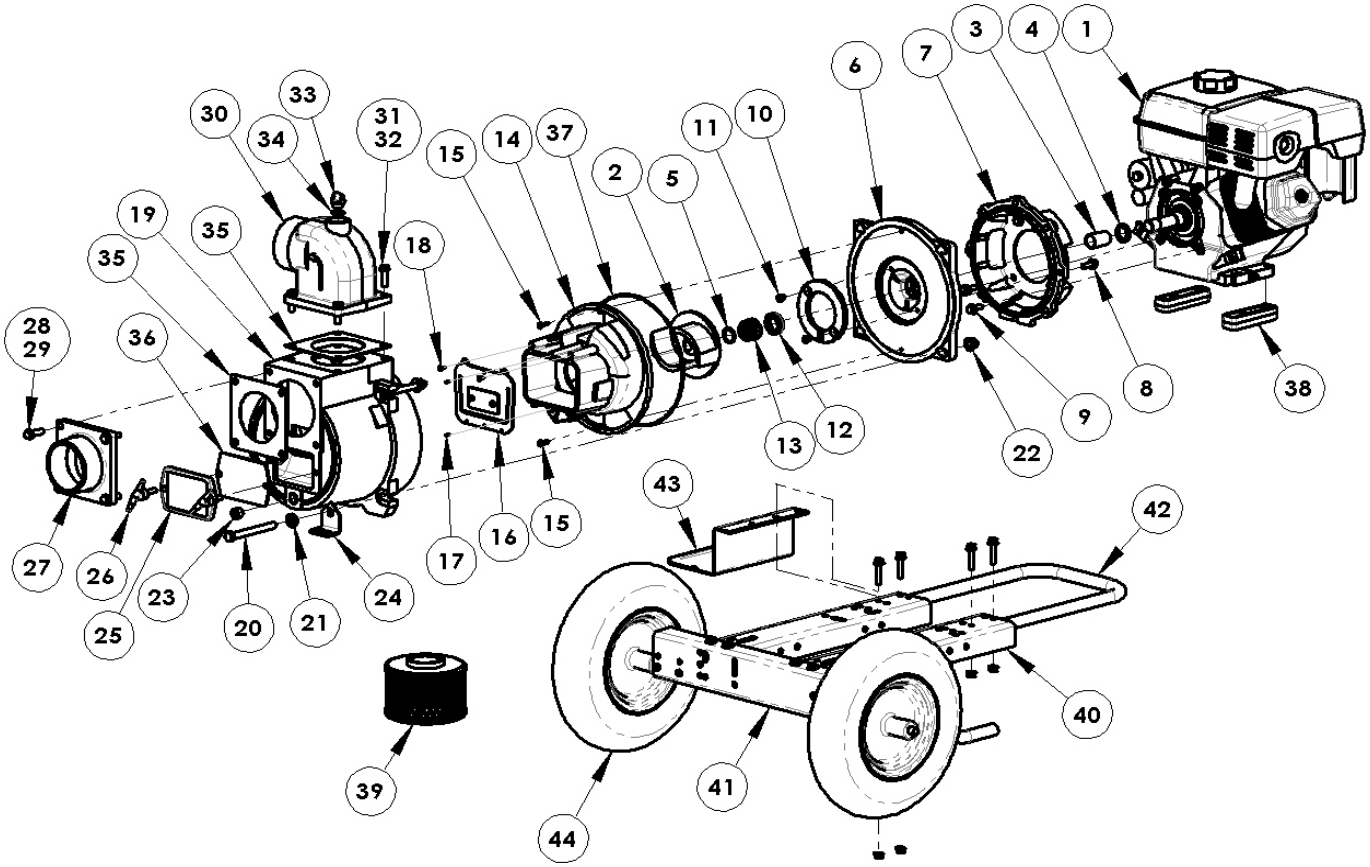

Figure 2 - Repair Parts Illustrations
(Refer to Figure 2)
2. Stand pump carefully on pump end. Reposition handle (Ref. No. 42) (as shown in Figure 2) facing outwards by removing and replacing existing handle fasteners.
NOTE: When the clearance between the impeller and the volute exceeds 1/16” at the face of the impeller or 1/8” on the outside diameter of the impeller, it may be necessary to take corrective action. The increased clearance can cause lengthened priming times and reduced pumping capacity. If both the priming and capacity of your unit are satisfactory for your application, it is recommended that no corrective maintenance be performed regardless of what clearances on your unit may have developed, since the increased clearances in themselves are not generally harmful to your pump. Normally, new pump clearances can be restored by simply shimming behind the impeller. (Add shim washers, Ref. No. 5). If the impeller is badly worn it is recommended that the impeller be replaced. This is usually all that is required since only on unusually abrasive services does the cast iron wear plate show deterioration. Occasionally a stone or hard object might get caught in the impeller and cause damage to the volute/cut water. In these cases, follow the instructions below for replacement and refer to Figure 2.